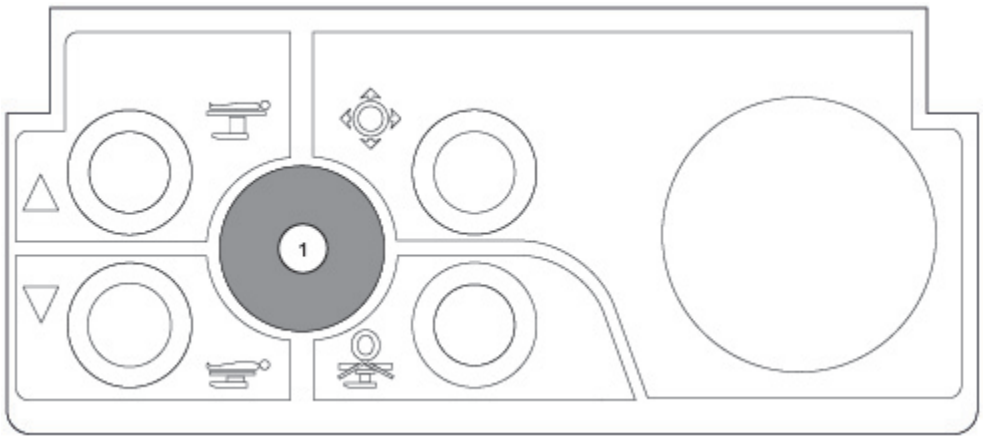

Figura 8-5. Indicador luminoso
Vea la *Figura 8-5* y consulte la *Tabla 8-3* para obtener una explicación sobre el indicador luminoso (1) del joystick.